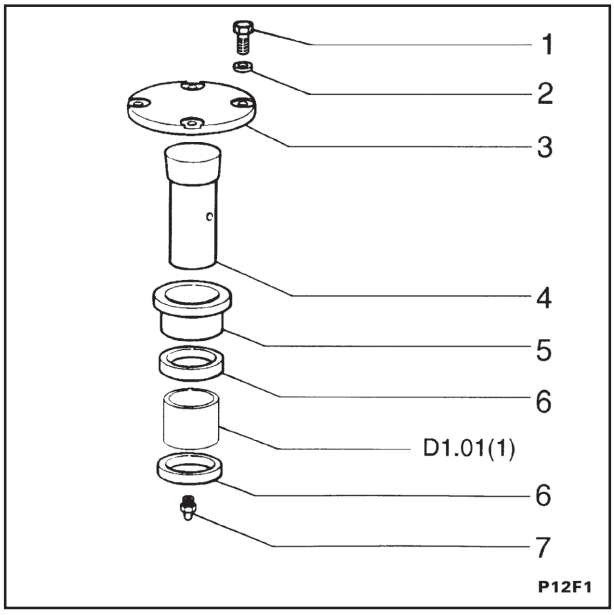
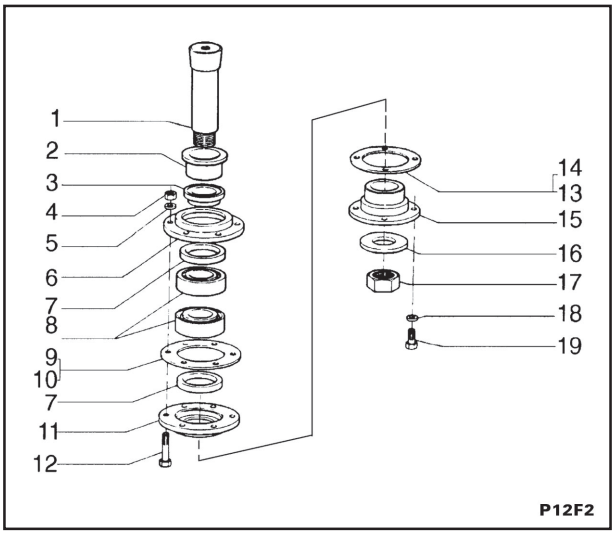
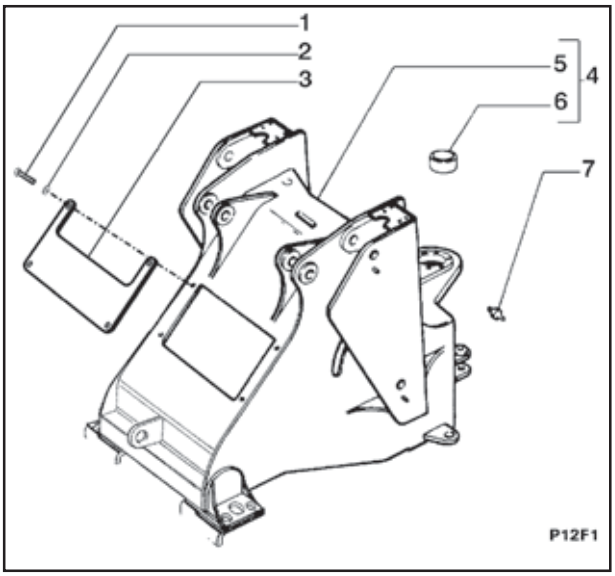

Fig.18
Fig.19
Fig.20
2. Desmonte a porca (17 - fig.19) do pino inferior (1 - fig.19).
3. Retire os parafusos (19 - fig. 19). Remova as arruelas (18 - fig.19), os espaçadores (13 - fig. 19) e o flange (15 - fig. 19).
4. Retire os parafusos (1 - fig. 18) e arruelas (2 - fig. 18). Remova a tampa (3 - fig. 18) do pivotamento superior.
5. Mantenha levantado o chassi dianteiro com dispositivo e corrente de içamento. Com uma prensa de 50 t e um distancial desmonte o pino superior (4 - fig. 18) e inferior (1 - fig. 19) .
7. Remova as buchas (2 - fig. 19) e (5 - fig. 18) do chassi traseiro.
8. Retire as porcas (4 - fig. 19), arruelas (5 - fig. 19) e parafusos (12 - fig.19). Retire o espaçador (10 - fig.19) e as tampas (11 - fig. 19) e (6 - fig. 19).
9. Remova o rolamento (8 - fig. 19).
10. Retire as tampas (11 - fig. 19) e (6 - fig. 19) e os retentores (7 - fig. 19).
11. Remova os retentores (6 - fig. 18) do chassi.dianteiro, pivotamento superior.
12. Remova a bucha (6 - fig. 20) do chassi dianteiro, pivotamento superior.
2. Mergulhe no nitrogênio as buchas (6 - fig. 20), (5 - fig. 18), (2 - fig. 19) e o pino (4 - fig. 18), durante um tempo mínimo de 15 min. Em seguida, monte-os no chassi.
3. Posicione a bucha (6 - fig. 20) no chassi dianteiro, pivotamento superior.
4. Monte os retentores (6 - fig. 18) no chassi dianteiro, pivotamento superior.
5. Posicione os retentores (7 - fig. 19) nas tampas (11 - fig. 19) e (6 - fig. 19).
6. Monte o rolamento (8 - fig. 19). Use graxa no processo.
7. Faça o fechamento com as tampas (11 - fig. 19) e (6 - fig. 19) e o espaçador (10 - fig.19). Utilize os parafusos (12 - fig.19), arruelas (5 - fig. 19) e porcas (4 - fig. 19).
8. Monte as buchas (2 - fig. 19) e (5 - fig. 18) no chassi traseiro pré-montado.
9. Levante o chassi dianteiro pré-montado com dispositivo e corrente de içamento. Posicione-o no chassi traseiro usando ponte rolante. Utilize os pinos (1 - fig. 19) e (4 - fig. 18).
10. Fixe a tampa (3 - fig. 18) no pivotamento superior. Utilize os parafusos (1 - fig. 18) e arruelas (2 - fig. 18).
11. Fixe o flange (15 - fig. 19) com os espaçadores (13 - fig. 19), arruelas (18 - fig.19) e parafusos (19 - fig. 19).
12. Fixe a porca (17 - fig. 19) no pino inferior (1 - fig.19).